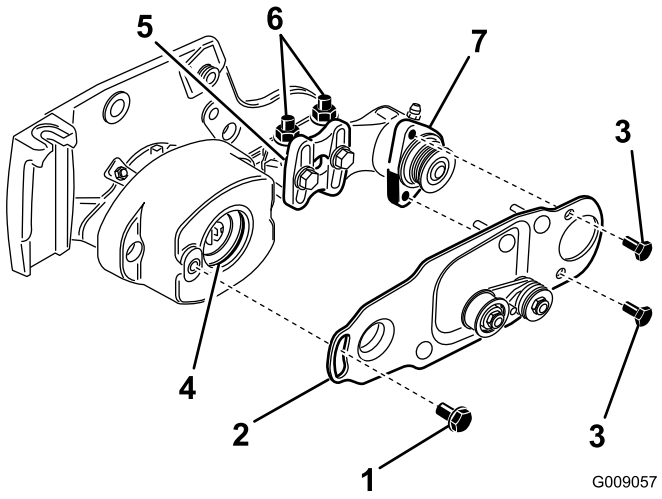

Figure 11
10. Appliquez une couche de graisse dans le diamètre intérieur de la bague du logement de roulement (Figure 11).
11. Desserrez, mais ne retirez pas, les boulons qui fixent le logement de roulement de la brosse de rouleau au support de montage de la brosse de rouleau (Figure 11).
12. Montez la plaque de pivotement de la brosse de rouleau (Figure 11).
13. Appliquez du Loctite 242 (bleu) sur les 2 boulons (5/16 x 5/8 po) et utilisez ceux-ci pour fixer la plaque de brosse au logement de roulement de la brosse de rouleau (Figure 11).
- Desserrez les 2 contre-écrous à embase qui fixent le support de la brosse de rouleau à la plaque latérale du plateau de coupe (Figure 11).
- Tournez le logement de roulement de la brosse de rouleau jusqu'à ce que la plaque de la brosse soit parallèle à la plaque latérale du plateau de coupe (Figure 11).
- Serrez les 2 contre-écrous à embase qui fixent le support de la brosse de rouleau à la plaque latérale du plateau de coupe (Figure 11).
18. Appliquez du Loctite 242 (bleu) sur le boulon à épaulement (Figure 11). Fixez la plaque de brosse au carter de brosse avec le boulon à épaulement (Figure 11).